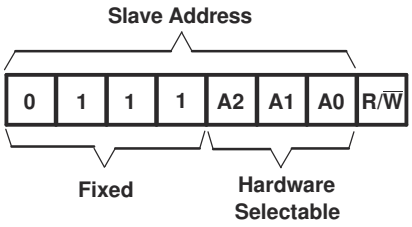
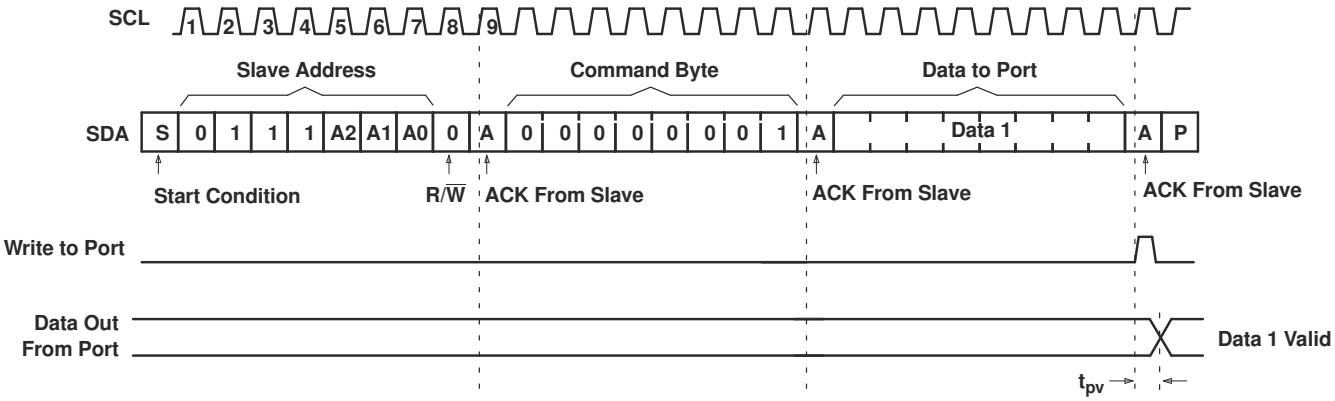
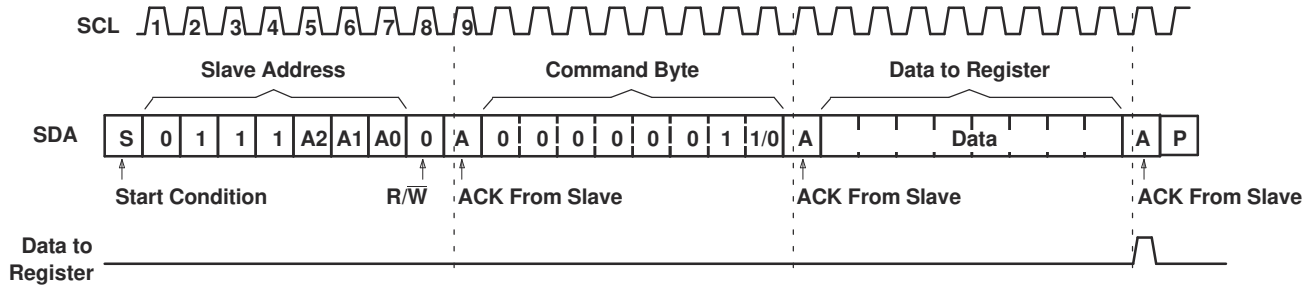
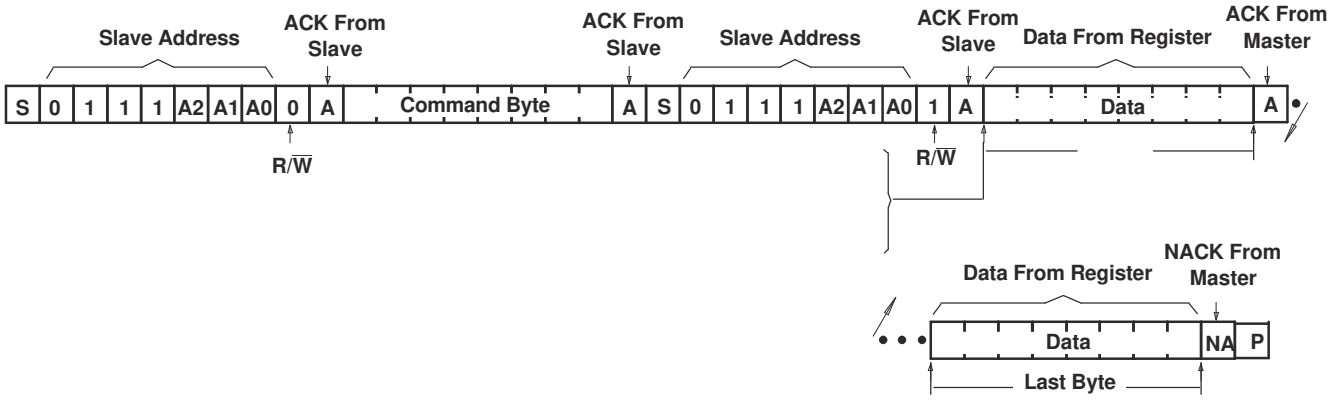

图 8-6. Pca9554a Address
图 8-8. Write To Output Port Register
图 8-9. Write To Configuration Or Polarity Inversion Registers
图 8-10. Read From Register
图 8-6 shows the address byte for the PCA9554A.
Data is transmitted to the PCA9554A by sending the device address and setting the least-significant bit to a logic 0 (see 图 8-6 for device address). The command byte is sent after the address and determines which register receives the data that follows the command byte (see 图 8-8 and 图 8-9). There is no limitation on the number of data bytes sent in one write transmission.
The bus master first must send the PCA9554A address with the least significant bit (LSB) set to a logic 0 (see 图 8-6 for device address). The command byte is sent after the address and determines which register is accessed. After a restart, the device address is sent again, but this time the LSB is set to a logic 1. Data from the register defined by the command byte then is sent by the PCA9554A (see 图 8-10 and 图 8-11). After a restart, the value of the register defined by the command byte matches the register being accessed when the restart occurred. Data is clocked into the register on the rising edge of the ACK clock pulse. There is no limitation on the number of data bytes received in one read transmission, but when the final byte is received, the bus master must not acknowledge the data.
C. This figure eliminates the command byte transfer, a restart, and slave address call between the initial slave address call and actual data transfer from the P port. See 图 8-10 for these details.